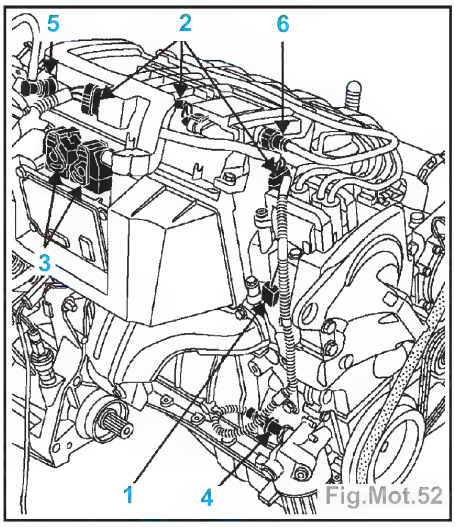

Fig.Mot.52
- la fixation (1) du condensateur antiparasite,
- les connecteurs (2), (3) et (4) (Fig.Mot.52),
- les tuyaux (5) et (6) puis les déposer en les débranchant sur le canister,